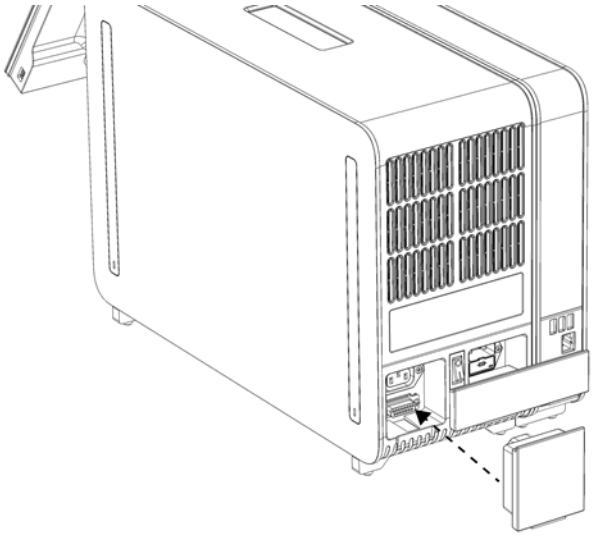

Figura 9. Conexión del puente de terminación.
6. Conecte el puente de terminación en la parte posterior del módulo analítico (Figura 9).